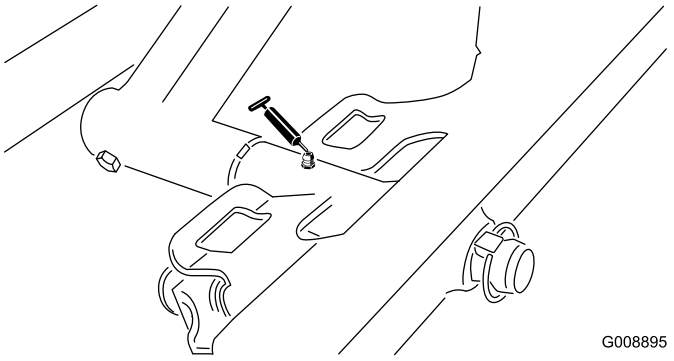

Figura 48
- Pivote de la unidad de corte delantera (Figura 48)